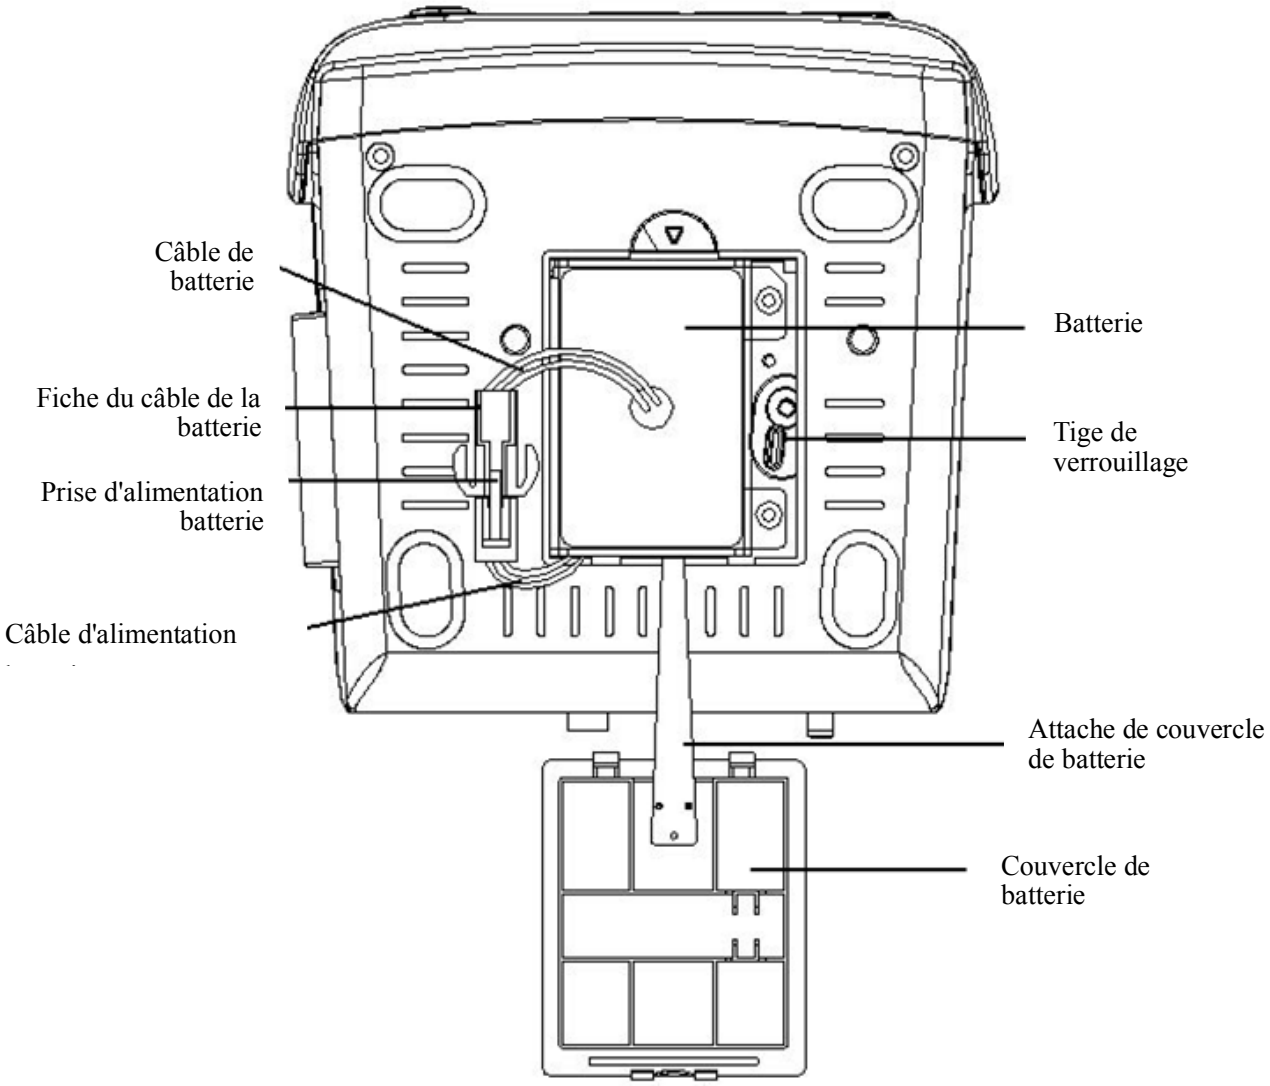

Figure 3.6 Installation de la batterie
4. Brancher la fiche du câble de la batterie sur la prise d'alimentation de la batterie dans le bon sens, comme montré à la figure 3.6.